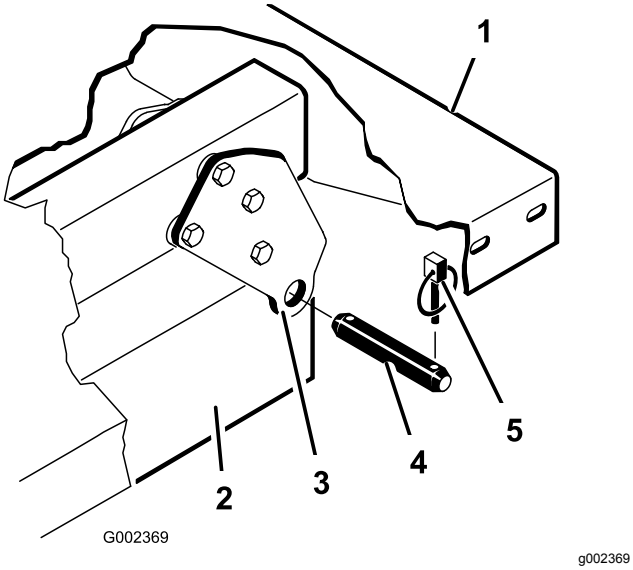

Figur 4
6. Fjern ringstiftene og splittpinnene som fester svingbrakettene til rammen (Figur 4).